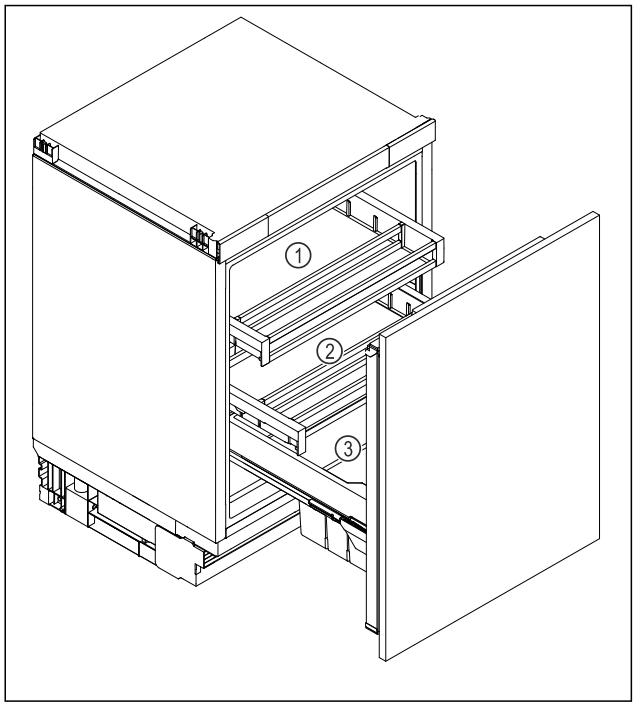

Fig. 31 Beispielhafte Darstellung
- ▶ Oberes Schubfach *Fig. 31 (1)*: Butter, Käse, Konserven und Tuben lagern.
- ▶ Unteres Schubfach *Fig. 31 (2)*: Leicht verderbliche Lebensmittel wie fertige Speisen, Fisch, Fleisch- und Wurstwaren lagern.
- ▶ Obst- und Gemüsebox *Fig. 31 (3)*: Verpacktes Obst und Gemüse lagern.
- ▶ Getränkefach *Fig. 31 (3)*: Einzelne Flaschen lagern.